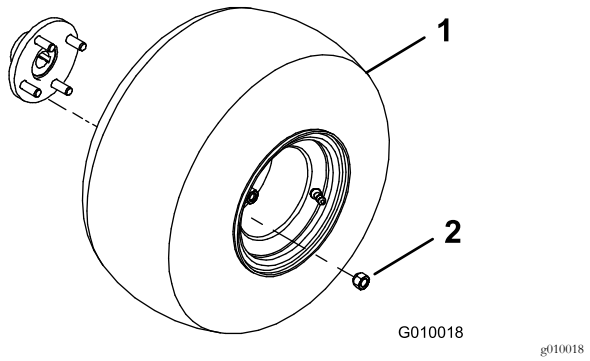

Figur 3
2. Monter et hjul på hvert bakhjulsnav (Figur 3).
3. Monter hakemutrene (Figur 3) og stram dem til 61–75 N·m.